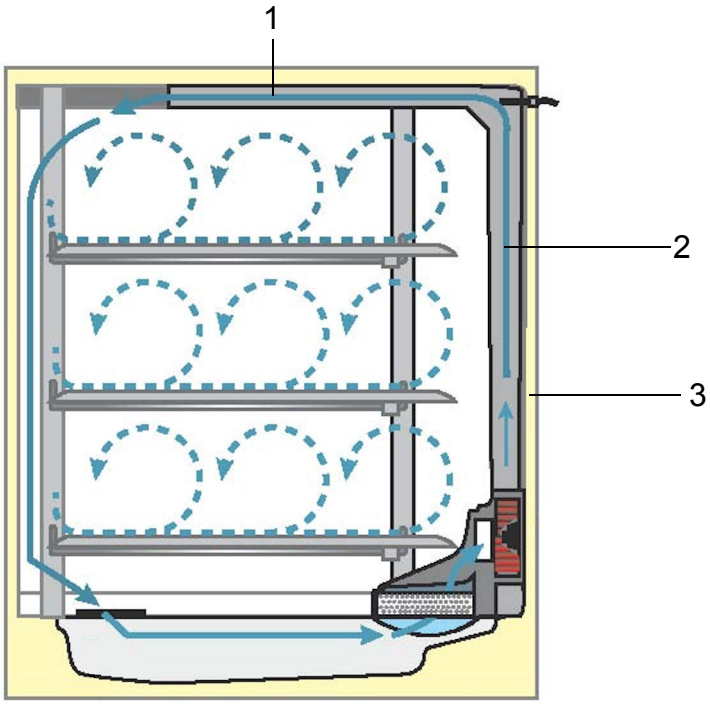

图 3-5. 空气引导
空气流被引导从风扇沿着工作腔的后壁 (3/ 图 3-5) 到顶部，由此得到最佳的温度分布。同时，流入的工艺气体被引导至工作腔中，使混合气体有最佳的混匀。
1. 顶部通道 (1/ 图 3-5)
2. 后壁通道 (2/ 图 3-5)
3. 工作腔的后壁 (3/ 图 3-5)